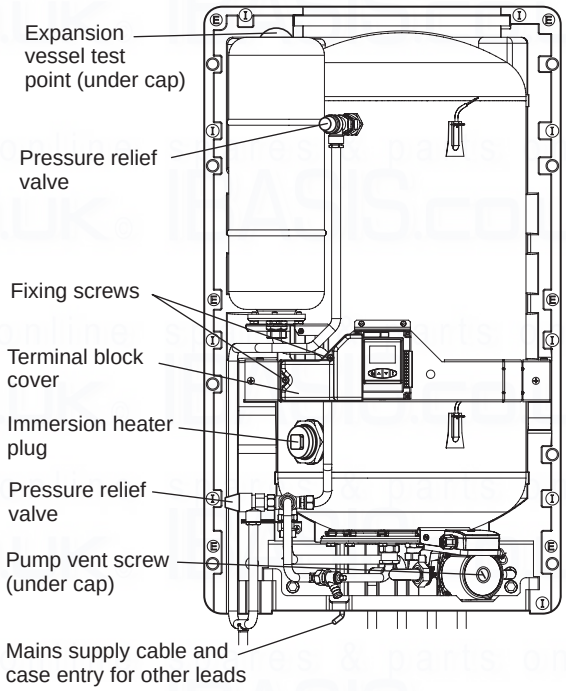
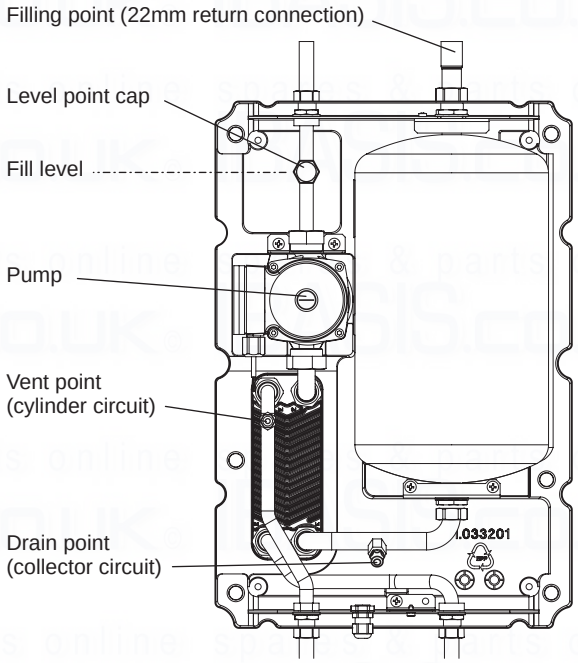

Fig. 20
Fig. 22
4. Check that the pressure in the cylinder expansion vessel (see Fig. 20) is 2.5 bar. If it is not, adjust the pressure to give 2.5 bar. Check when the system is not pressurised (drained).
2. Remove the two screws securing the terminal block cover to the left of the control unit as shown in Fig. 20.
3. **Connect the Drain Back Unit pump -** The drain back unit pump is fitted with a 1.9 m cable. Route the cable to the solar cylinder control unit through the hole in the bottom of the cylinder case (as indicated in Fig. 20) and pass it through a cable clamp.
Route the cable to the solar cylinder control box through the hole in the bottom of the cylinder case (as indicated in Fig. 20) and pass it through a cable clamp.
Vent the cylinder using the vent point in the drain back unit as shown in Fig. 22. Vent the cylinder pump by unscrewing the centre cap (see Fig. 20) and rotate the spindle using a small screwdriver until water runs from it and then replace the cap. Ensure the area around the pump is dry.
5. Check the operation of the two pressure relief valves (see Fig. 20) by turning the head anti-clockwise until it clicks. The click is the valve lifting off its seat allowing water to escape from the system - check that this is actually happening.
1. Unscrew the level point cap from the fitting in the flow pipe above the pump (Fig. 22).
6. Check the charge in the domestic hot water expansion vessel and re-pressurise, if necessary. See Fig. 20.